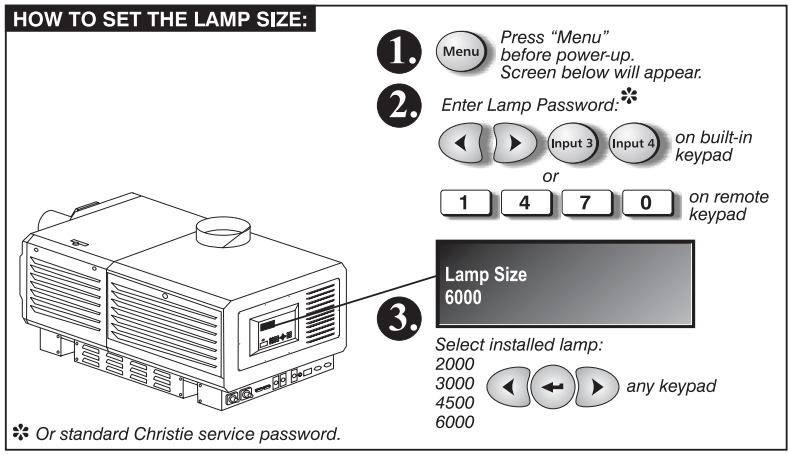

Figure 2.3. Setting Lamp Size
2. Enter either the Lamp Password (see Figure 2.3), or the Christie service password. *NOTE: Password is required unless the “Enable Password” service option has been turned off.*